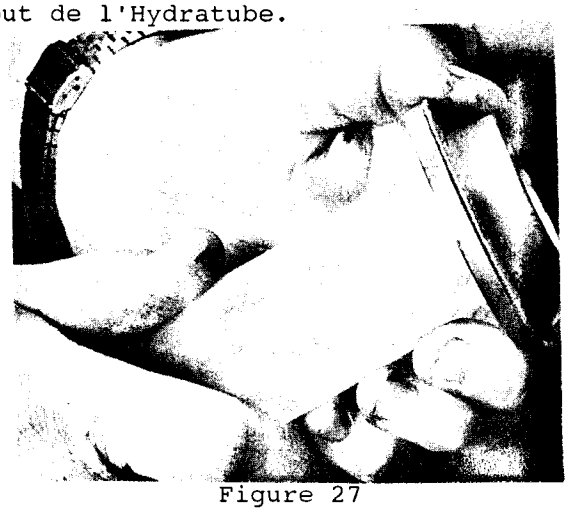

Figure 27
28. Vérifier l'adaptateur de fond de l'Hydratube. Prendre soigneusement une bride de l'Hydratube, la déformer pour la mettre dans le prolongement du tube et enfiler un adaptateur et le joint (figure 27). Pousser l'adaptateur et le joint jusqu'au bout de l'Hydratube.